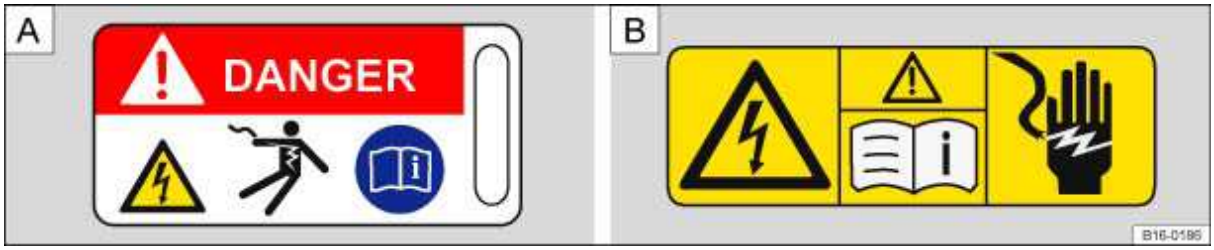

Fig. 116 Warning label on high-voltage hybrid components (A). Warning label on covers which are over high-voltage hybrid components (B).
- On each high-voltage component, for example, in the engine compartment or underneath the luggage compartment ⇒ fig. 116 **A**.